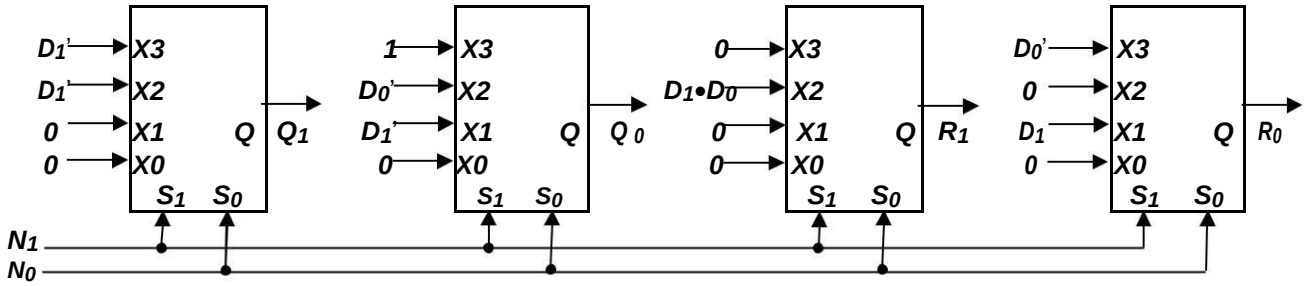

Fig. 7.3 Schematic Diagram for the 2-bit Divider
The schematic diagram of the circuit**,** using four 4-input multiplexers**,** is given in **Fig. 7.3**. The Dividend bits N_1 and N_0 are applied as the common Select bits $S_1\ S_0$ of the multiplexers, and the Data Inputs of the four multiplexers are generated out of the Divisor bits D_1 and D_0 as indicated in **Fig. 7.3.** The 2-bit Quotient $Q_1\ Q_0$ and the 2-bit Remainder $R_1\ R_0$ are given by the four multiplexer outputs.
1. Before coming for the practical class, repeat step **A.1** with reference to **Fig. 7.3**.
2. Use three gates in the NOR chip to generate the three different functions of D_1 and D_0 needed as Data inputs in **Fig. 7.3** and assemble the complete circuit given in **Fig. 7.3** by connecting these NOR gate outputs to the multiplexers in the two 74LS153 chips. Connect the inputs N_1 and N_0 to the common Select inputs ***S1 S0*** of both the multiplexer chips, and keep all four ***En'*** inputs connected to ***Gnd***.